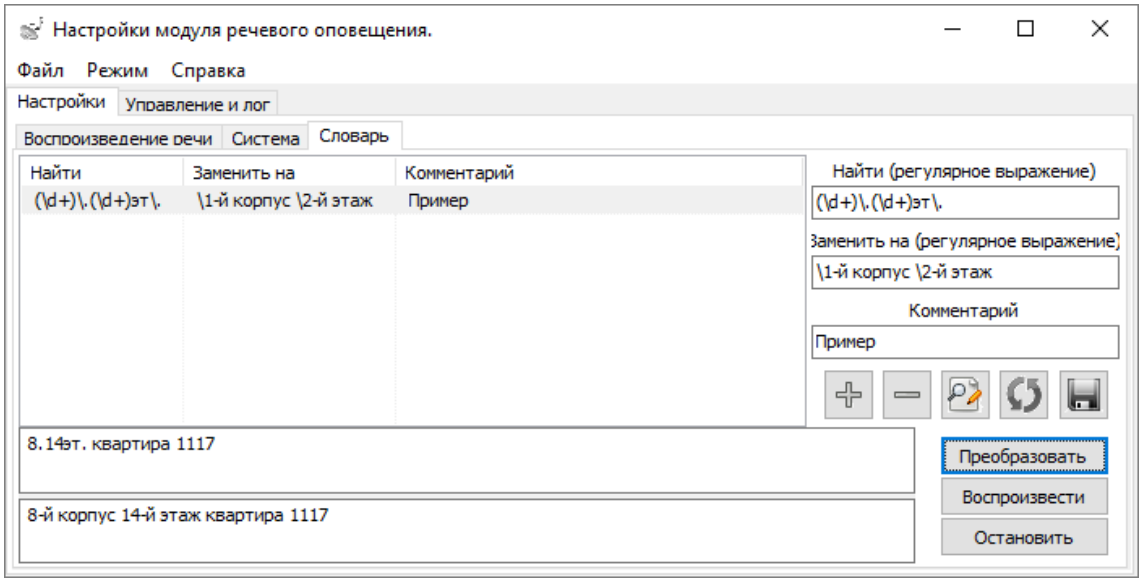

Рисунок 8-190 Настройка замены для приведенной задачи на вкладке "Словарь" страницы "Настройки" окна "Настройки модуля речевого оповещения"
выражение, в соответствии с которым найдется фрагмент из задачи до пробела перед квартирой. Это выражение вводится в поле «Найти (регулярное выражение)» (см. Рисунок 8-190);
8) Заменяющие выражения для каждой заменяемой группы объединяются в общее выражение и использованием пробела как разделителя. Таким образом получается выражение: «***\1-й корпус \2-й этаж***», которое вводится в поле «Заменить на (регулярное выражение)» (см. Рисунок 8-190);
9) При необходимости в поле «Пример» (см. Рисунок 8-190) вводится комментарий для удобства редактирования правил.